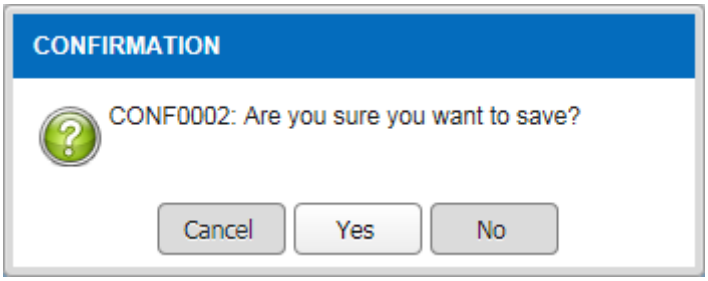

Figure 3.2.3-8 Confirmation Message
- *After clicking on* button, *alert message will be displayed in Figure 3.2.3-8 and Figure 3.2.3-9*